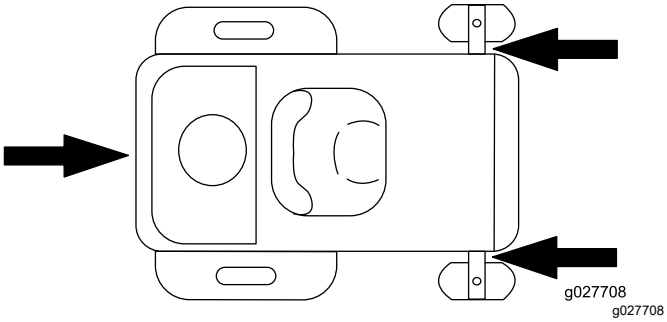

Figura 40
6. Legai maina de lângă roile pivotante faă i de lângă bara de protecie spate folosind curele, lanuri, cablu sau frânghii (Figura 40). Consultai prevederile locale referitoare la fixare.